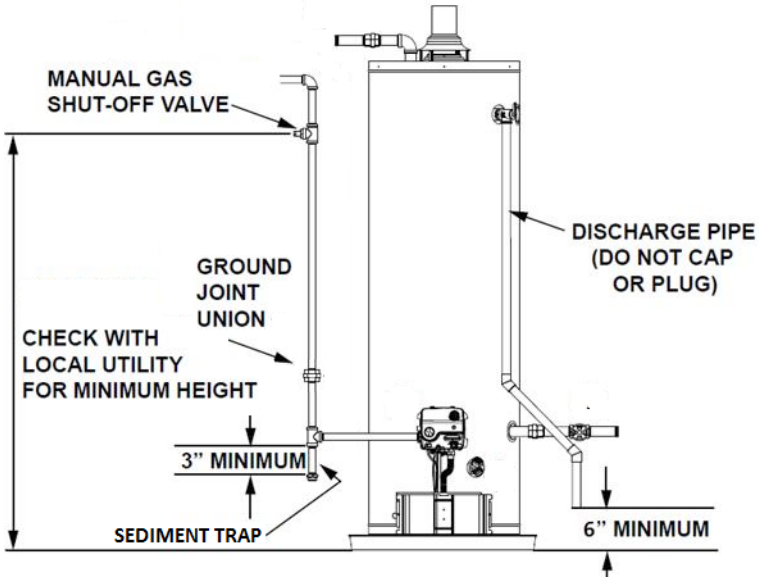

FIGURE 24. PIPING CONFIGURATION
5. Referring to ***Figure 24*** (page 32), disconnect the ground joint union in the gas piping.